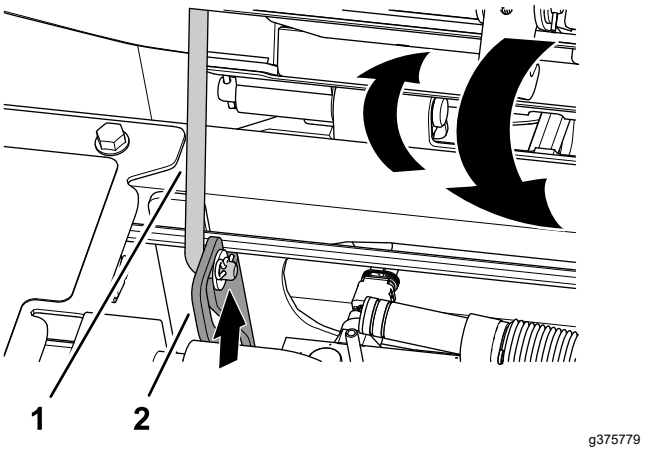

Figura 99
1. Rotii uor scaunul, ridicai tija de susinere din crestătura fantei de susinere a scaunului (Figura 99).